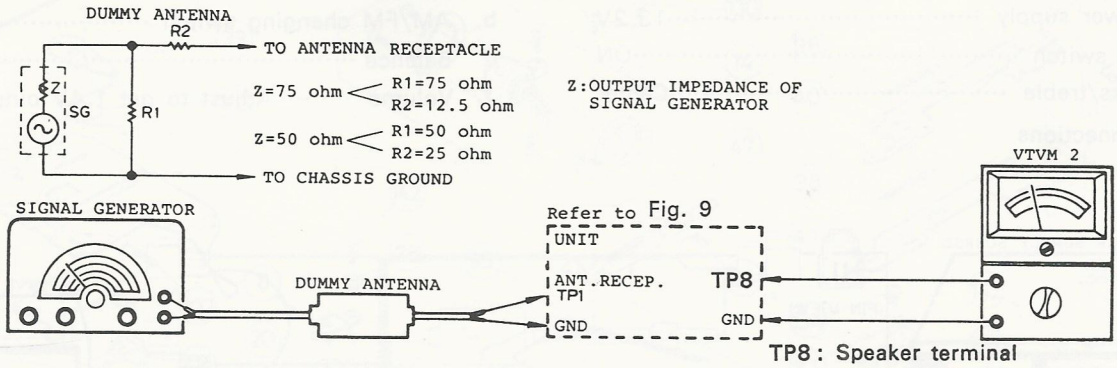

Fig. 12
(1) Connections Refer to Fig. 12
(2) Alignment